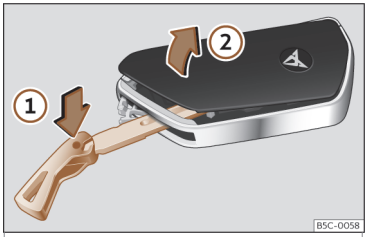

Abb. 73 Fahrzeugschlüssel: Deckel des Batteriefachs öffnen.
• Schlüsselbart in den Schlitz››› **Abb. 73** stecken, in Pfeilrichtung ① drücken und Abdeckkappe abhebeln ②.